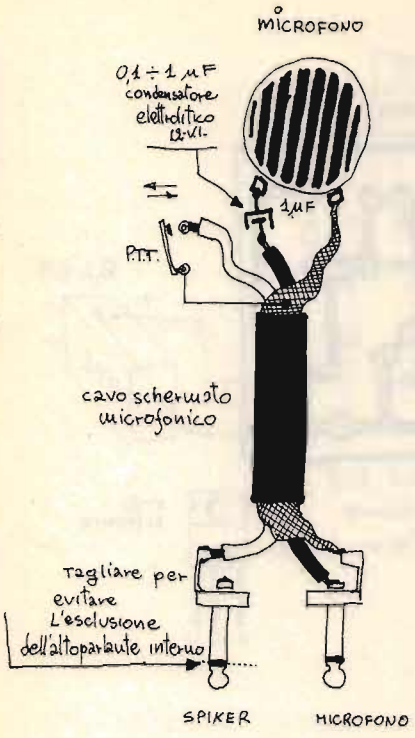

figura 3
2) Microfono esterno per operare in postazione fissa-mobile senza sconnettere l'altoparlante interno (figura 3 e foto 1 e 2).